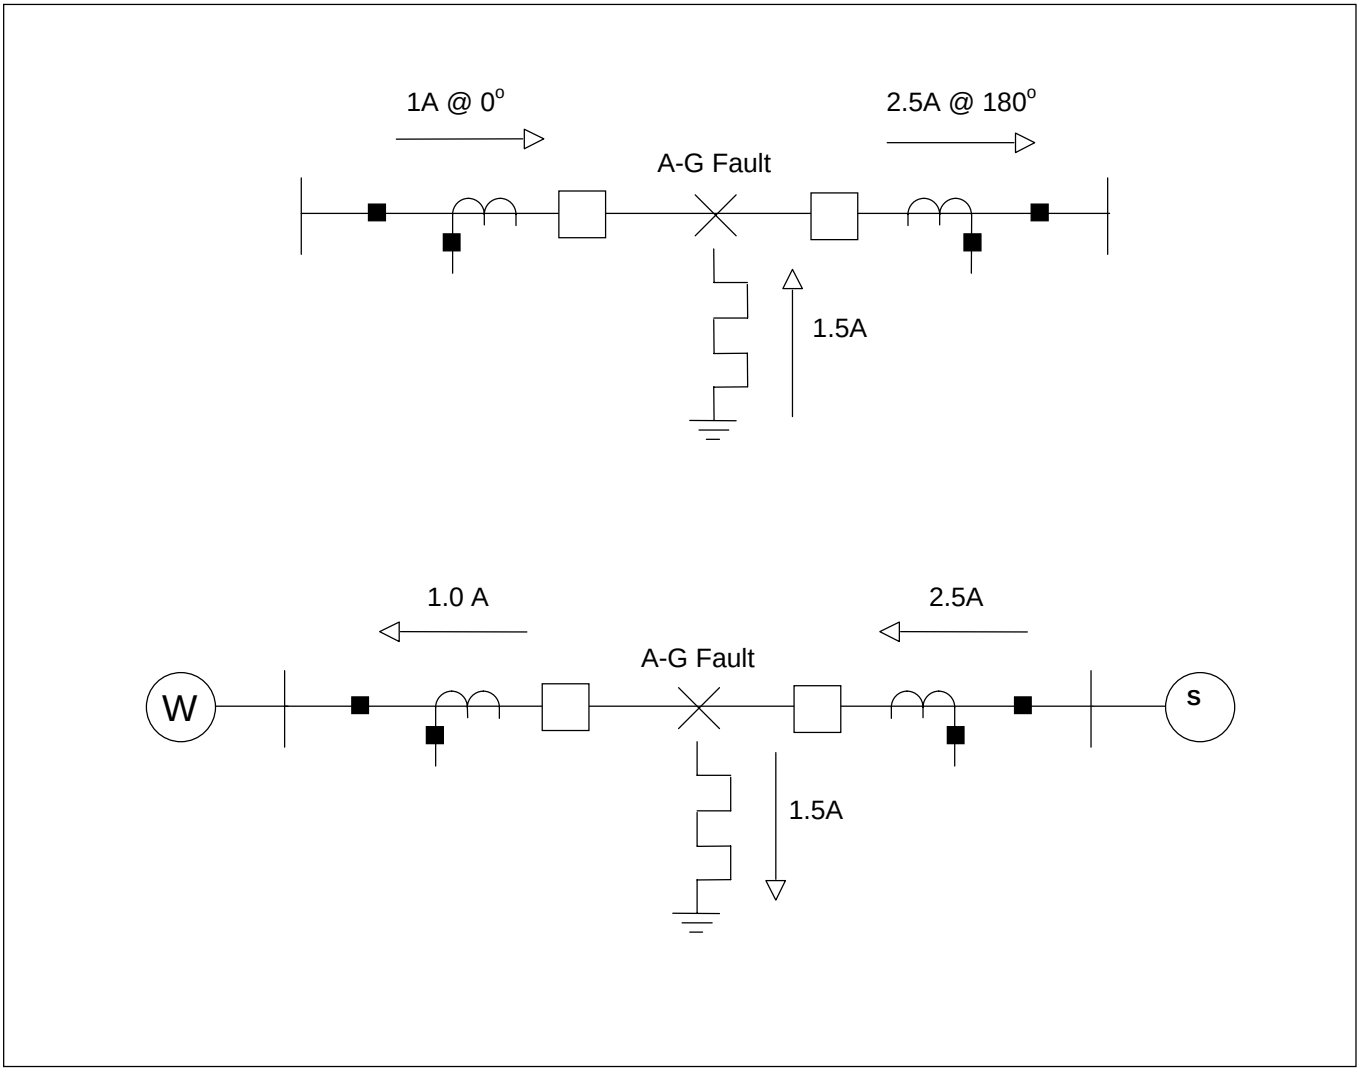

Figura 7-16. Condición de flujo de salida mostrada en el paso 8 del procedimiento de demostración del arco iris
1. Conecte el equipo como se muestra en la Figura 7-16.
Las conexiones indicadas en la Figura 7-16 sólo activan la Fase A. Esto se hace para demostrar el DML; no recrea ninguna condición real (carga o fallo).